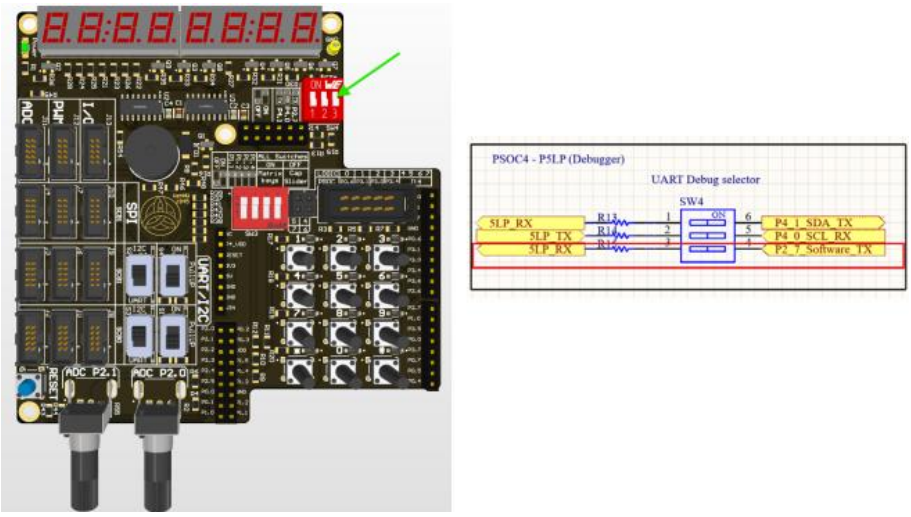

Рисунок 4 - Конфігурація перемикачів
5) Для використання Software Transmit UART перемикаємо SW4.1 SW4.2 в положення OFF та SW4.3 в положення ON. Це підключить вивід PSoC до входу програматора (рис. 4).